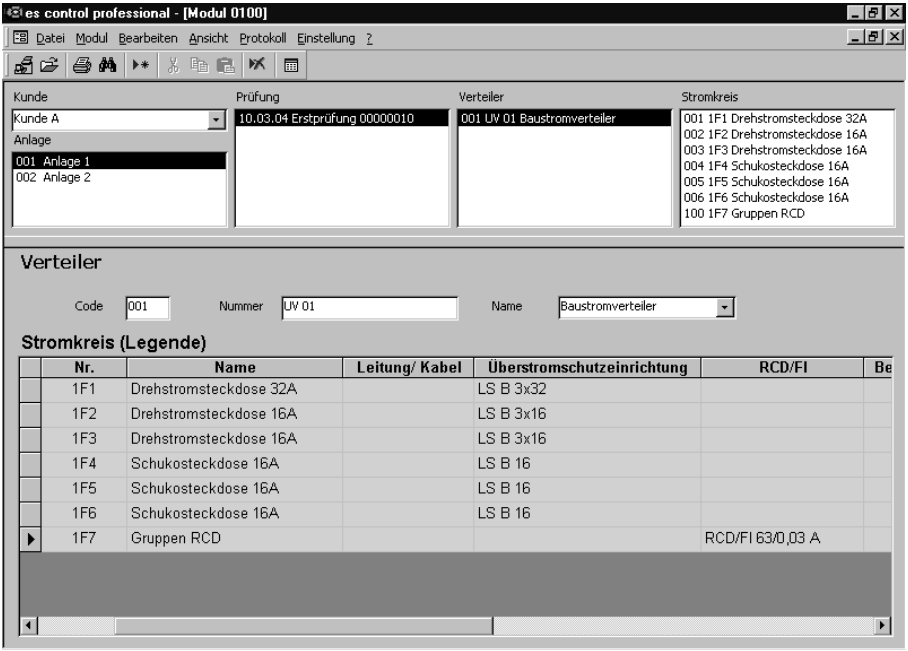

Bild 6.27: Fenster "Verteiler" mit eingegebenem Fehlerstromschutzschalter
- Wählen Sie in der Software es control 0100 professional Kunde, Anlage und Prüfung (Musterkunde, Beispiel 1, Erstprüfung) entsprechend Bild 6.27 aus.